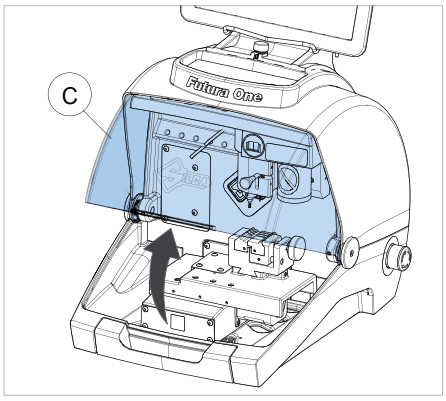

Fig. 7
The shield (C) must be raised in order to f t keys for cutting or carry out other operations (Fig. 7).